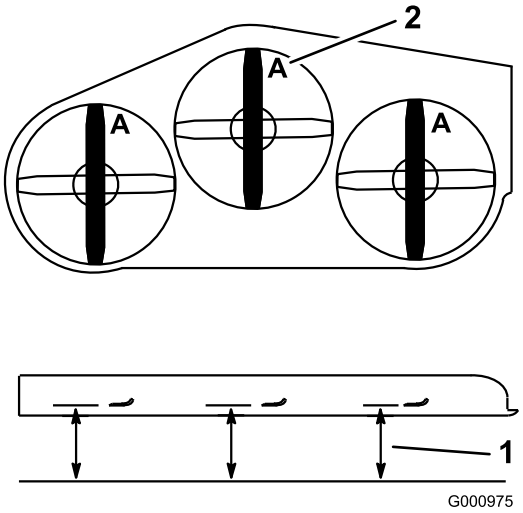
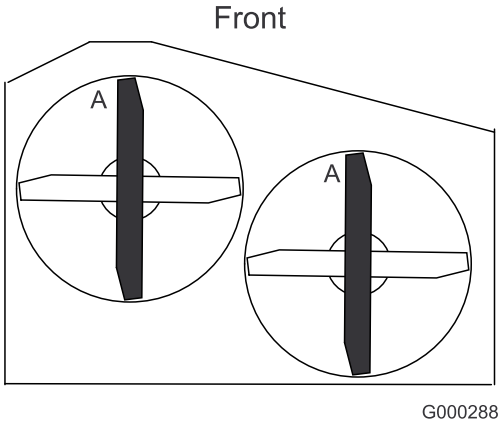

**Figure 63**
**Figure 64**
3. Tournez les lames dans le sens longitudinal. Mesurez la distance entre la surface plane et le tranchant (position **A**) des lames (Figure 63). Notez cette valeur. Pour les tabliers de coupe de 36 pouces, reportez-vous à la Figure 64.